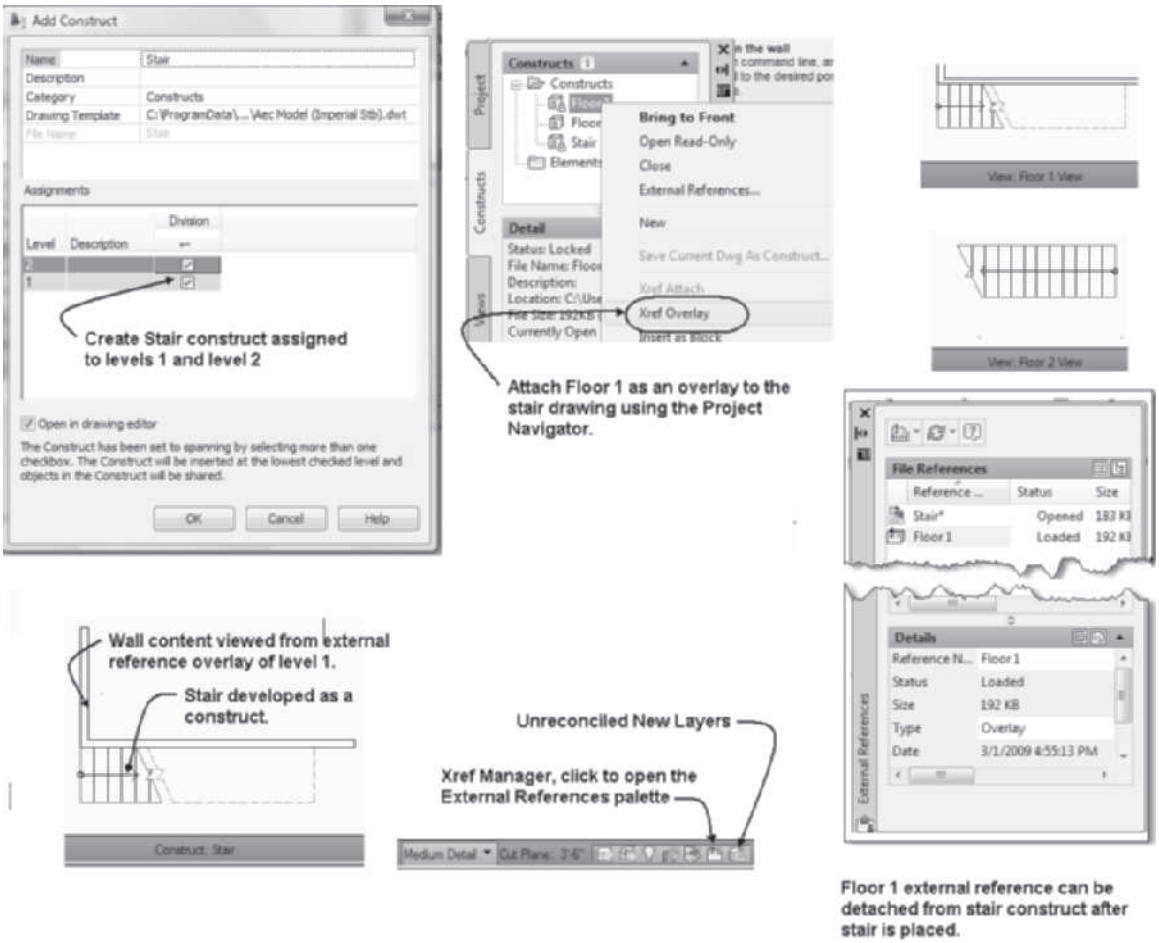

FIGURE 9.1 *Creating a Stair Construct drawing*
The stair construct can also be included in the model View drawing to visualize how the stair fits throughout the various levels. To create a stair construct, create a new Construct drawing and attach the construct floor plan for level 1 as a reference file. This allows you to determine an appropriate start and end point for the flight based upon existing walls of the floor plan. After creating the stair construct, you can detach the floor plan construct to remove the duplication of walls. The View drawing for a level displays the stair construct with the upper or lower flight components displayed appropriate to the level, as shown at the right in Figure 9.1.
2. Select the Construct category, right-click, and choose **New Construct**. Type **Stair**, the name of the construct, and assign levels 1 and 2 as shown at the left in Figure 9.1. Check the Open in drawing editor checkbox.
6. Select the **Views** tab and open the View drawing for each level in the **Project Navigator** to view the stair shown at the right in Figure 9.1.